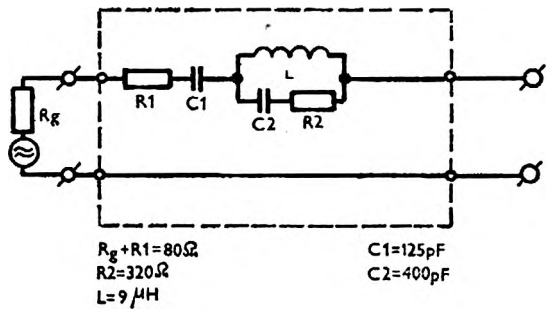

Rys. 10: Antena sztuczna AM
4.2. Przy strojeniu obwodów wejściowych i heterodyny AM sygnał z generatora należy doprowadzić do gniazda A-Z przez antenę sztuczną (rys. 10).